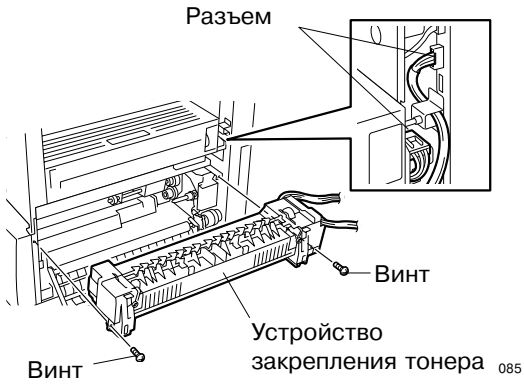

Рис. 14-7-1
3. Снимите устройство закрепления тонера. (См.Рис. 14-7-1)